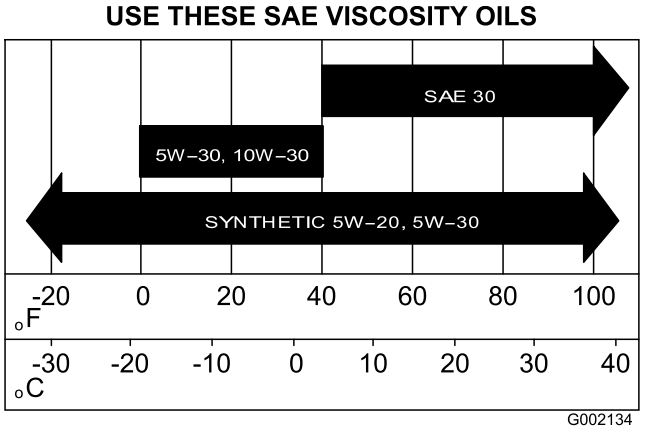

Figur 31
5. Fyll vevhuset med ny olja av angiven typ och viskositet, se Figur 31 i Byta olja (modell 07273 och 07273TC) (sida 28).